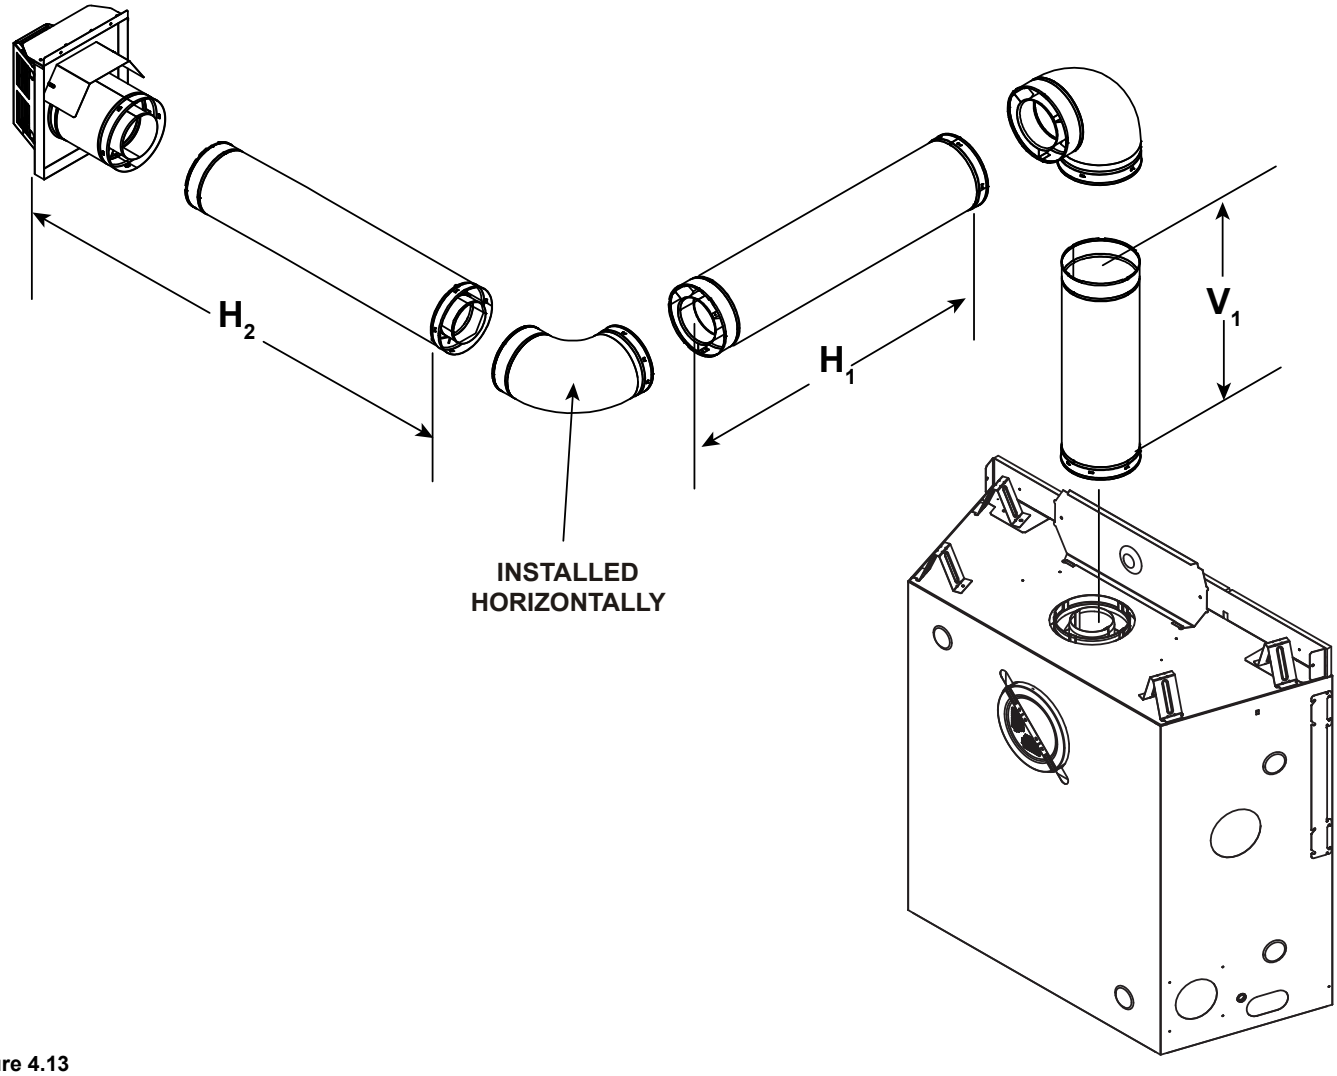

Figure 4.13
- A maximum of three 90º elbows (or six 45º elbows) may be used in any vent configuration. Some elbows may be installed horizontally. See Figure 4.13.